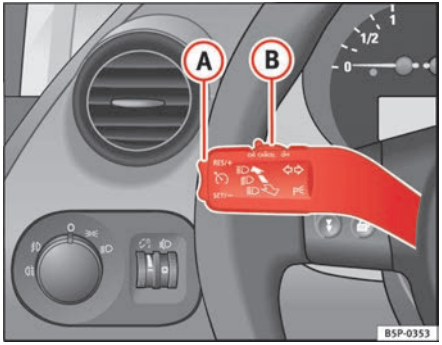

Fig. 145 Turn signal and main beam headlight lever switch and rocker switch for the cruise control
– Push the switch ⇒ fig. 145 (B) to the left to **ON**.